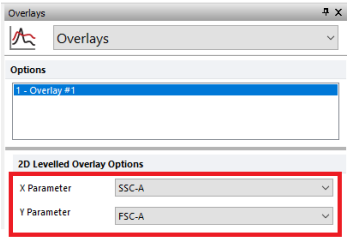

*Figure 3 - Formatting parameters for Scatter Plots in Overlays dialog.*
5.) Click on the **Format** tab→**Overlays** icon. In the **Overlays** format window change the **X** and **Y parameter**s to desired parameters to display and gate for the "Scatter" population of interest (*Figure 3*).